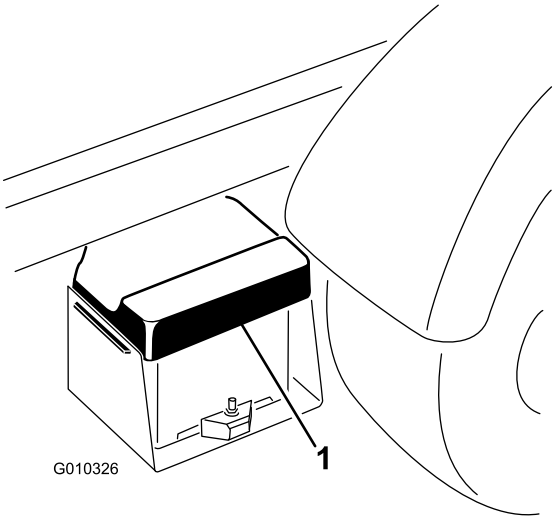

Figur 61
1. Klem på batteridækslet for at løsne tapperne fra batteribundpladen, og fjern batteridækslet fra batteribundpladen (Figur 61).